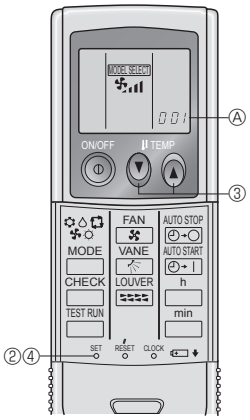

Fig. 6-3
2) Programmation (Fig. 6-3)
① Introduire les piles.
② Appuyer sur le bouton SET à l'aide d'un objet pointu.